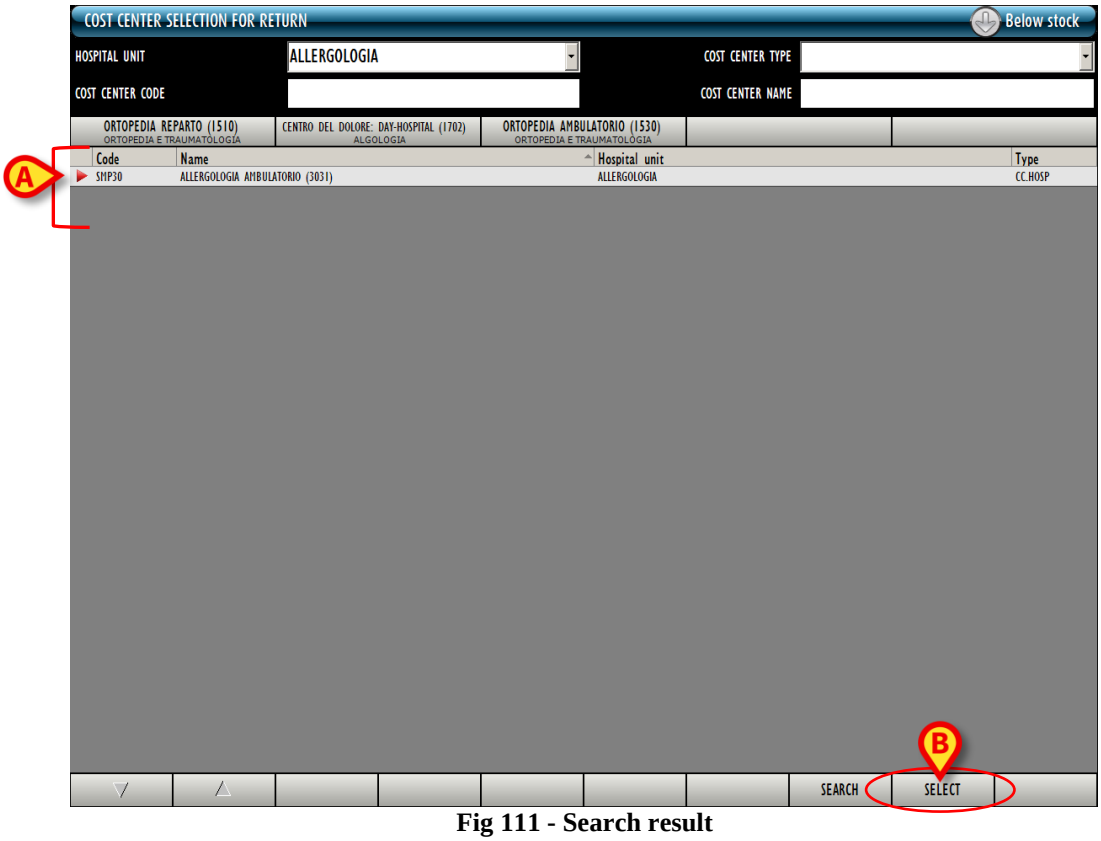

Fig 111 - Search result
The list of cost centers having the features specified is displayed on screen (Fig 111 **A**).
- Click the **Select** button on the command bar (Fig 111 **B**).